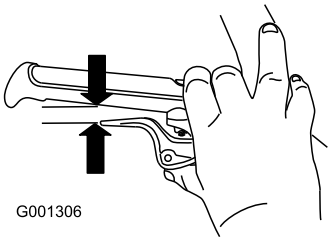

Figure 32
1. Serrez le levier complètement contre la poignée, puis vérifiez l'écartement entre le bas de la poignée et l'extrémité du levier de débrayage de roue (Figure 32).
2. Répétez cette procédure pour l'autre câble (Figure 32).